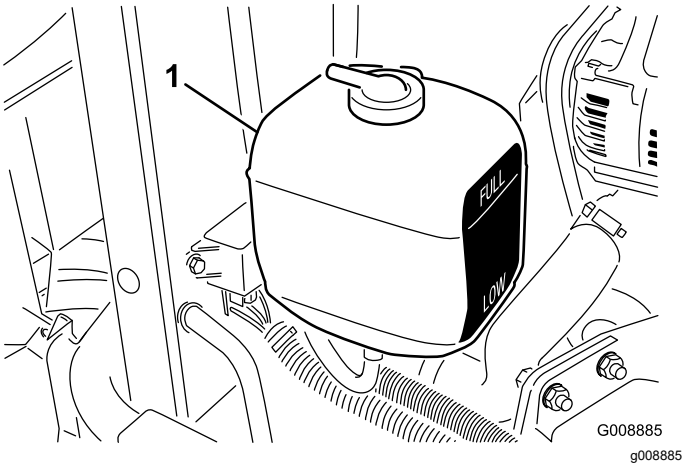

**Figur 61**
2. Kontroller kølervæskestanden i ekspansionsbeholderen (Figur 61). Med en kold motor skal kølervæskestanden være ca. midt imellem mærkerne på siden af beholderen.